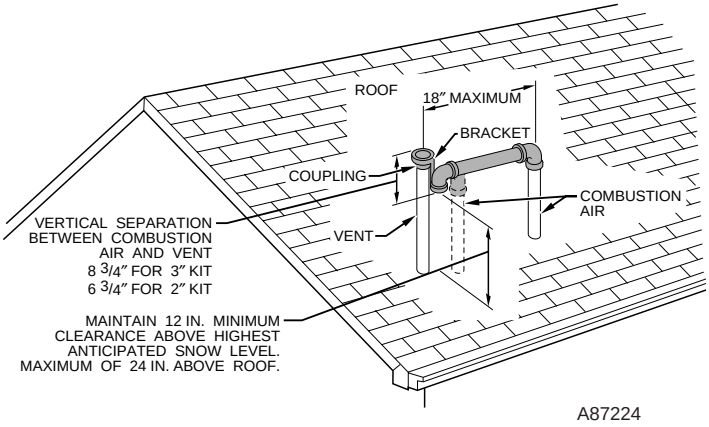

**Fig. 37—Roof Termination (Preferred)**
**Roof terminations**-Loosely install pipe coupling on properly cut vent pipe. Coupling must be positioned so bracket will mount as shown in Fig. 37. For applications using combustion-air pipe option, indicated by dashed lines in Fig. 37, install 90° street elbow into 90° elbow, making U-fitting. A 180° U-fitting may be used.
5. Check required dimensions as shown in Fig. 37, 40, or 41.